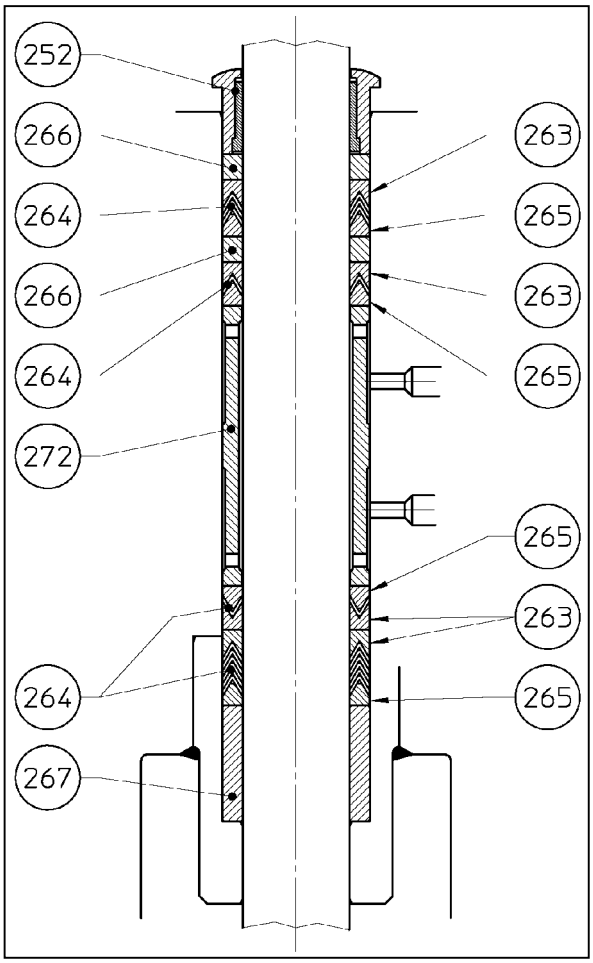

Fig. 2
4.1 DISASSEMBLY OF "V-RING" PACKING (Fig. 2)
4.2 REASSEMBLY OF "V-RING" PACKING (Fig. 2)